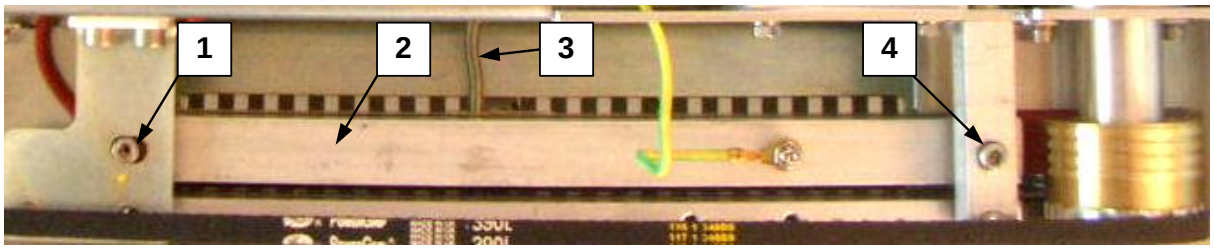

fig.5.14
- svitare le due spine di guida (n.1 e n.4-fig.5.14)
- estrarre dalla macchina il gruppo barra saldante-resistenza (n.2-fig.5.14)
- disimpegnare l'attacco della sonda di temperatura ruotando la sua ghiera di blocco e sfilare il terminale della sonda stessa (n.3-fig.5.14) dalla barra saldante inferiore.
Il motore della termosaldatrice potrebbe rimanere in funzione anche quando non vengono inserite buste da saldare nella macchina oppure, caso contrario, potrebbe non attivarsi mai; in questi casi necessita eseguire la calibrazione della fotocellula ingresso (n.5-fig.5.14).